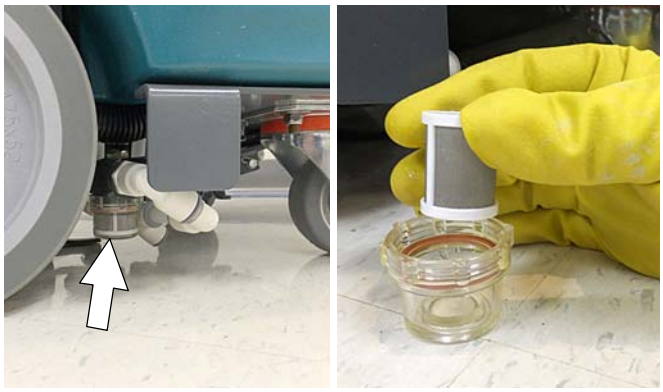

図　49
4. 50時間運転毎に洗浄液タンクのフィルターを取り外し、スクリーンを清掃します（図49）。